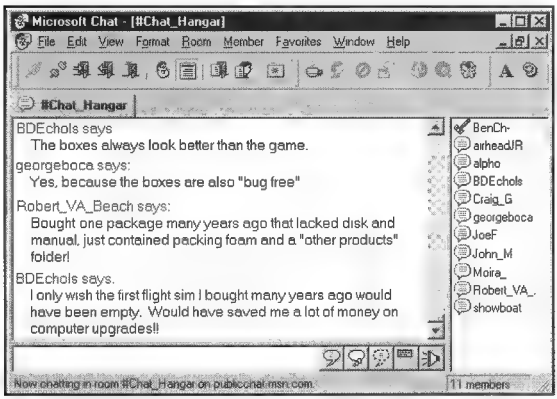

Figure 10.15: MSN Computing Central's *Microsoft Flight Simulator* Chat
2. If you have a chat client such as Microsoft Chat (see Figure 10.15), simply start Microsoft Chat and type publicchat.msn.com in the Server box, enter #Chat_Hangar in the chat room box, and then click OK. Hope to see you there!